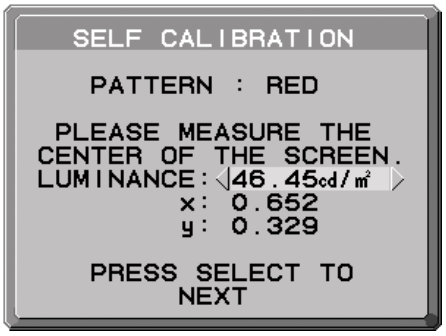

Abbildung S.3
4. Der Messbildschirm wird angezeigt. Messen Sie die Luminanz und den Farbwert in der Mitte des Displays mithilfe des externen Nahbereichs-Farbmessgeräts. Geben Sie den gemessenen Wert mithilfe der Steuerungstasten in LUMINANCE (LUMINANZ) und CHROMATICITY (FARBWERT) ein, und drücken Sie dann SELECT (**Abbildung S.3**).